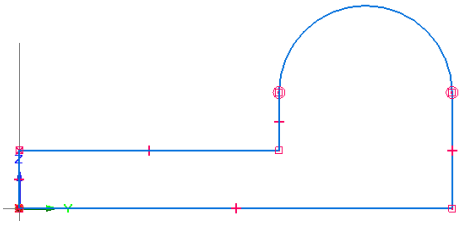

***Figure 2-45*** *Outer loop of the profile for Tutorial 1*
12. Click to specify the endpoint of the line. The profile after drawing the outer loop is displayed in Figure 2-45. Next, press Esc to exit the tool.